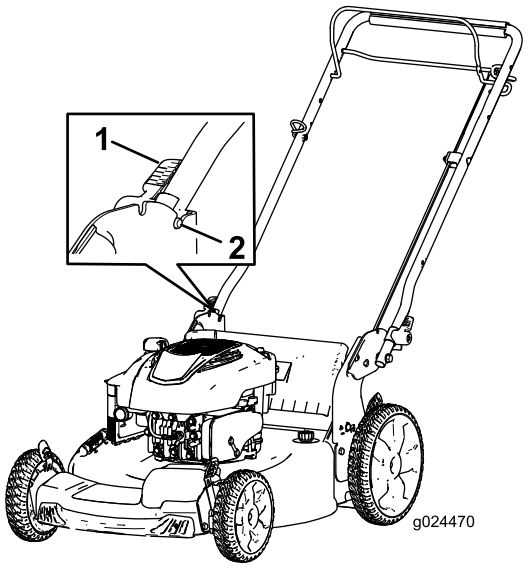

Figur 4
2. Ställ in handtagslåset (Figur 4) tills stiftet klickar på plats och låser handtaget i körläget.